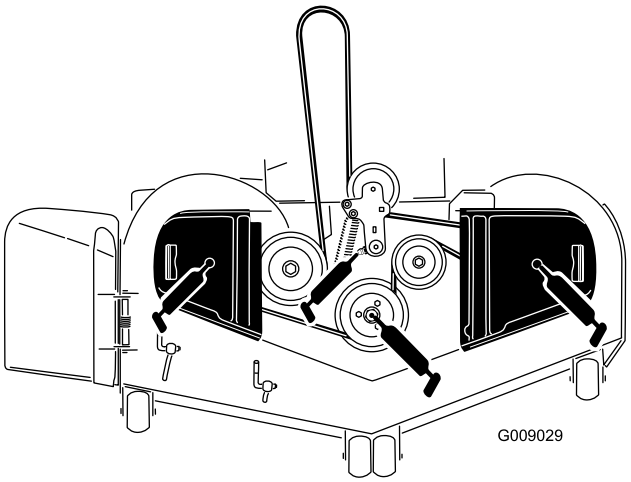

Figur 47
4. Smør drejeleddet på plæneklipperskjoldets mellemhjul, indtil der kommer fedt ud af bunden (Figur 47).
5. Smør fittingerne øverst på de tre spindellejer, indtil der kommer fedt ud (Figur 47).